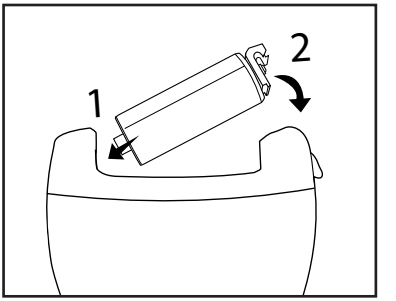

Abbildung 1
1) Drücken Sie die Entriegelung ❹ nach unten und ziehen Sie gleichzeitig die Seite des Schleifaufsatzes ❸/❿ nach oben, die sich neben der Entriegelung ❹ befindet.
2) Sie können dann den Schleifaufsatz ❸/❿ aus der Antriebsachsenaufnahme ❾ ziehen.
Um einen Schleifaufsatz ❸/❿ einzusetzen (siehe Abbildung 1):
1) Schieben Sie den Schleifaufsatz ❸/❿ mit der Antriebsachse ⓫ in die Antriebsachsennaufnahme ❾.
2) Drücken Sie die andere Seite des Schleifaufsatzes ❸/❿ nach unten. Achten Sie darauf, dass die Arretierung ❷ korrekt in die Schiene gleitet und einrastet.